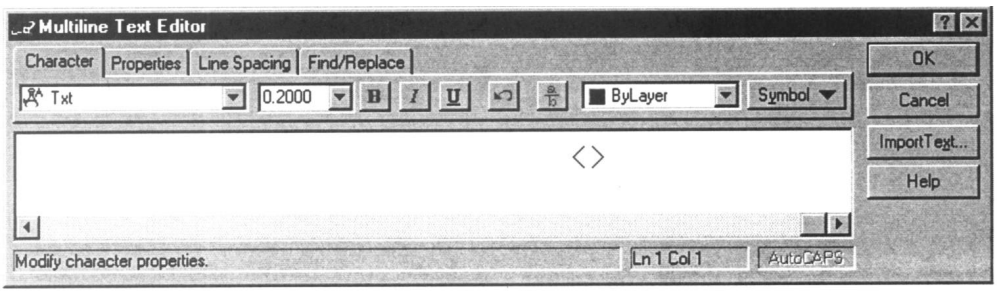

图6-19 Multiline Text Editor对话框
4) 在选择Mtext选项后，会出现Multiline Text Editor对话框（见图6-19）。在对话框中输入尺寸标注文字，按OK退出。